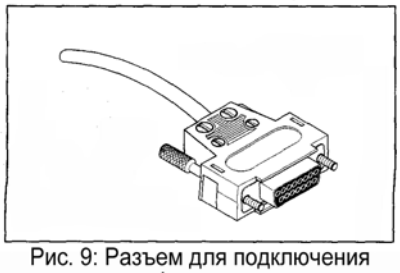

Рис. 9: Разъем для подключения внешнего цифрового индикатора
- Подсоедините монетоприемник к автомату. Подключите другие штекеры, если это необходимо (например, для внешнего цифрового индикатора (рис. 9) или опознавателя купюр).